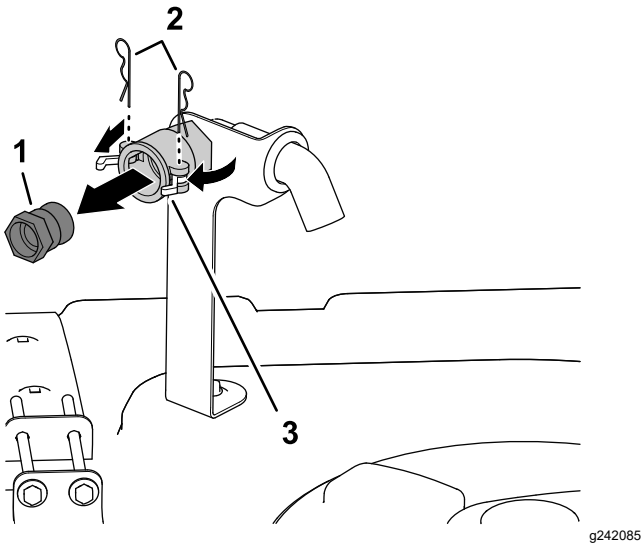

Figuur 3
1. Verwijder vooraan aan de rechterkant van het tankdeksel de 2 haarspeldveren waarmee de vergrendelingen voor de snelkoppeling van de antioverloopaansluiting bevestigd zijn (Figuur 3).
2. Draai de vergrendelingen open om de snelkoppelfitting los te maken van de snelkoppeling (Figuur 3).
3. Neem de snelkoppelfitting van de snelkoppeling (Figuur 3).
4. Sluit de vergrendelingen en monteer de haarspeldveren in de flenzen van de snelkoppeling (Figuur 3).